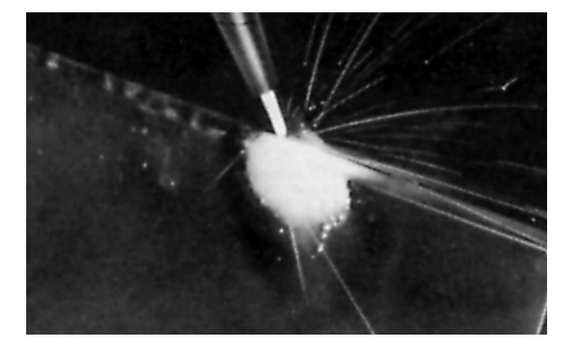

Figura 15. Ejercicio 2
1. Coloque dos pedazos de acero de 1/8" juntos como muestra la figura 15.